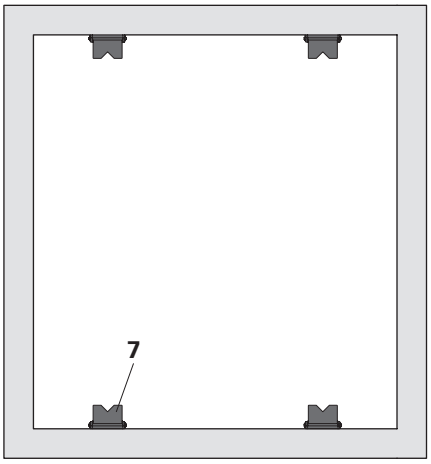

Abb. A1.01
- Klappkonsole (**7**) nur bei geschlossenen Schächten verwenden (Abb. A1.01).